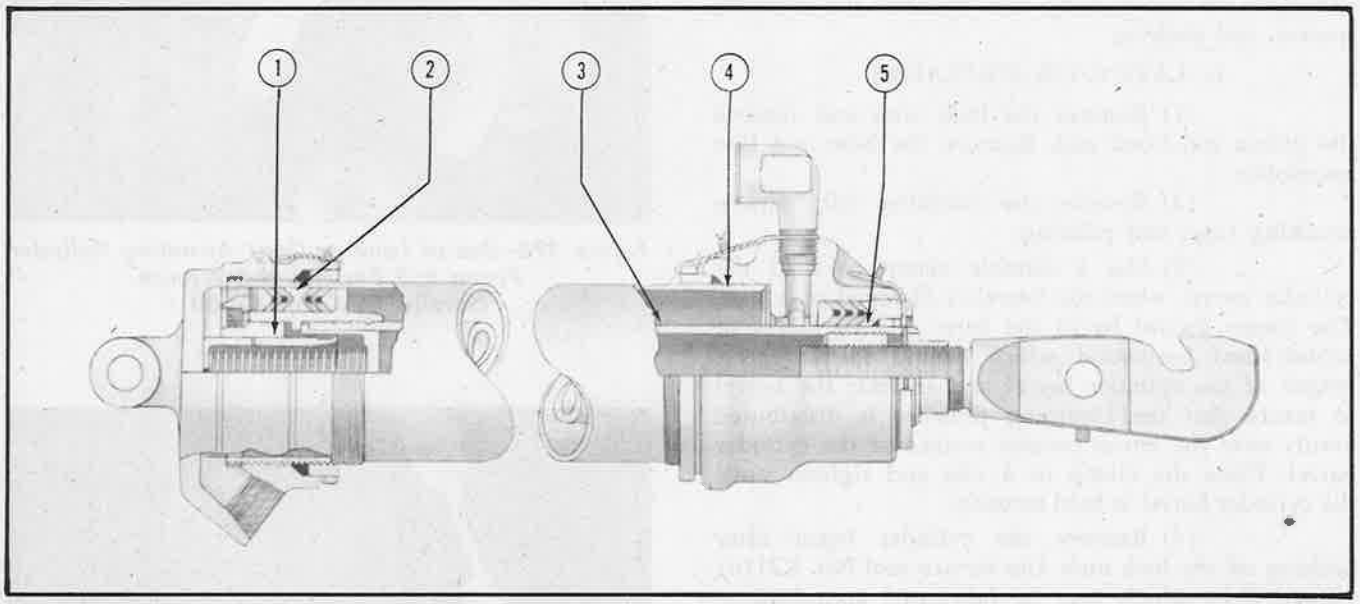

Figure 396—Rework Tolerances of Landing-Gear Actuating Cylinder—C-47A and Early C-47B Airplanes
2. Refer to figure 396 for rework tolerances.
5. Do not exceed the rework tolerances specified under figure 396 for early airplanes or figures 391-391A for later airplanes or the packing may be extruded between adjoining parts.